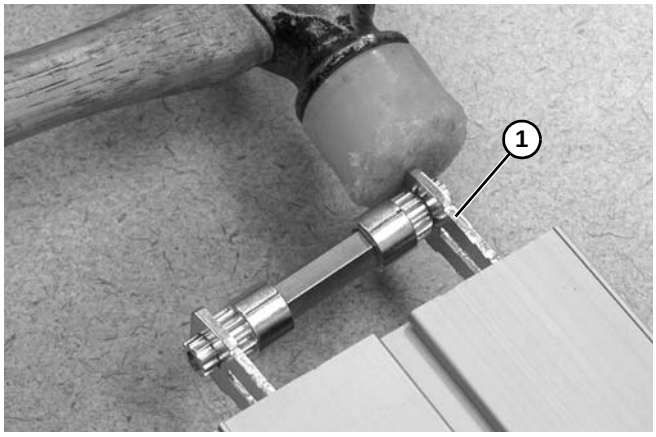
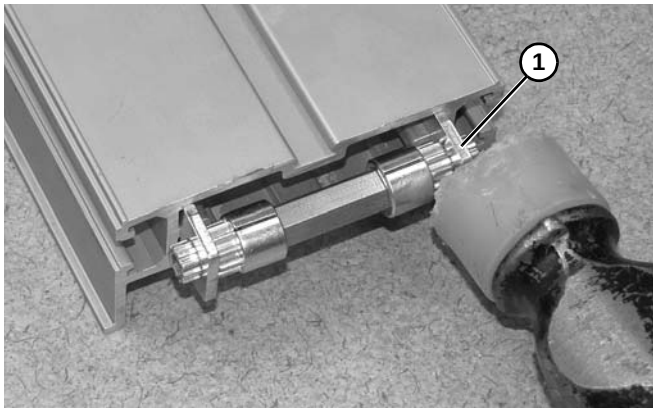

Abbildung 103
Abbildung 104
8. Mit einem Hammer alternierend auf Halteplatten **(Abbildung 103, Teil 1)** und **(Abbildung 104, Teil 1)** schlagen, bis sie vollständig auf dem Förderbandrahmen eingebaut ist.